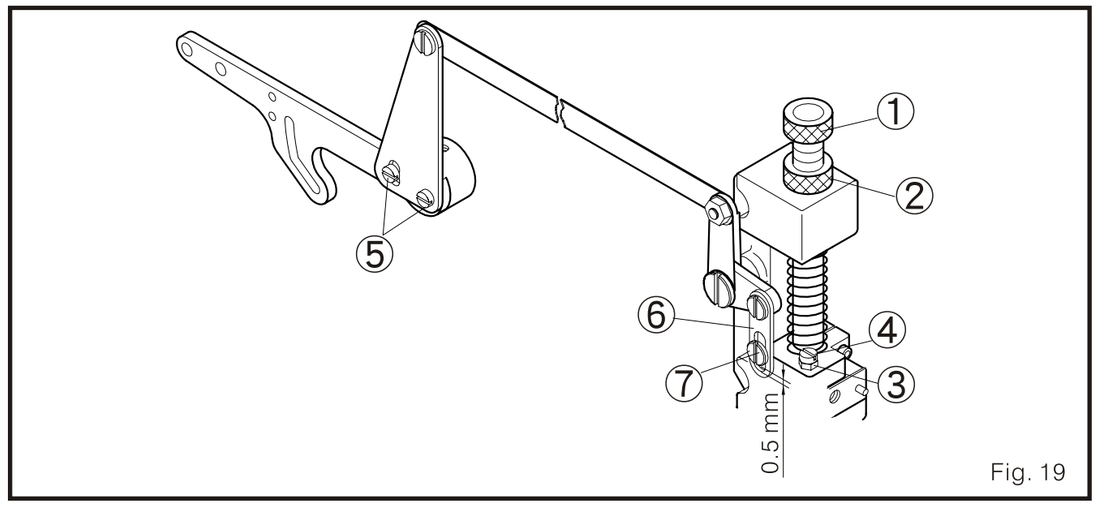

Fig. 19
(1) Como se muestra en la Fig. 19 afloje la tuerca 3 y ajuste el tornillo 4 para hacer que la distancia entre los rodillos sea 0.5 mm. Después, ajuste fuertemente la tuerca 3.